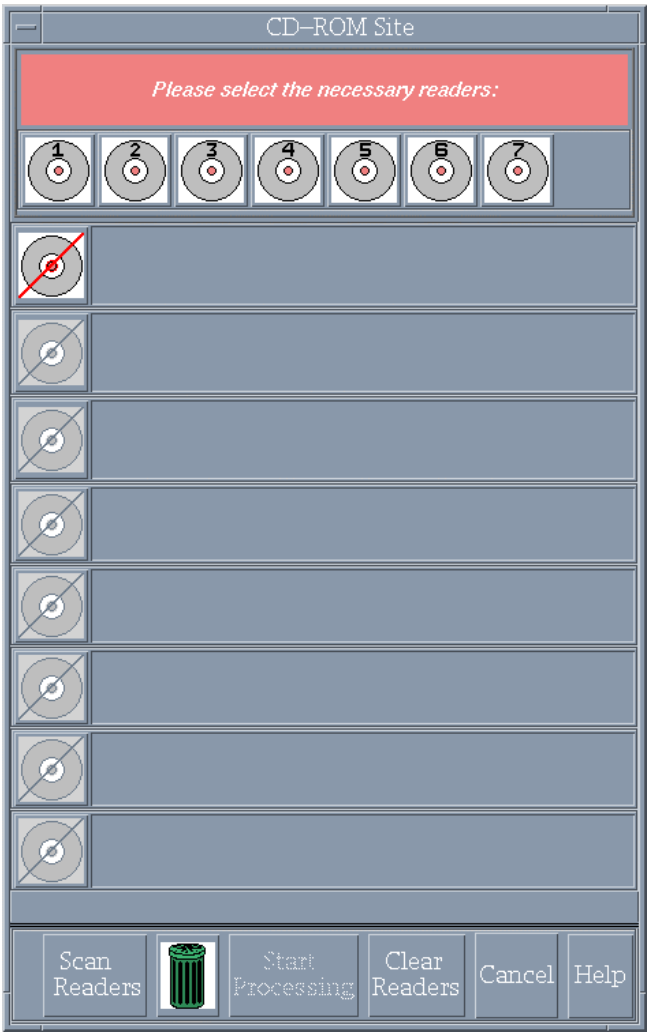

Fig. 80 — CDROM Site Window
2) MMC will pop up the **CD-ROM Site Window** (Fig. 80) listing all 7 CD slots, including 6 in the CD changer (CDROM1 through CDROM6) and the Alpha's internal CD drive (CDROM7).
- MMC will pop up the **CD-ROM Site Window** (Fig. 80). Currently, MMC will only allow a user to log in one CD at a time, so select the first CD reader containing a CD to be logged, click on *Scan Readers*, then *Start Processing*. MMC may prompt for a descriptive title for each CD (e.g., "Continental US at TPC scale"). Logging one CD takes about 1 minute.
6) After selecting the CAC CD in the **CD-ROM Site Window** (Fig. 80), click on *Scan Readers*, then *Start Processing*. MMC will display the CAC data, centered on the selected point (step 4, above).
- MMC will also pop-up the **CD-ROM Site Window** (Fig. 80).